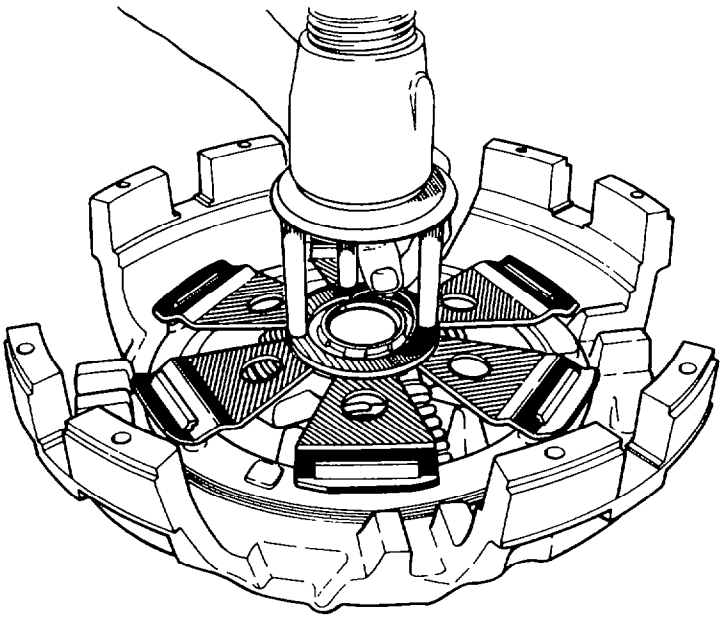

Fig. 165 — Installing Half-ring Locking Washers
e. Compress the retainer and springs using the special tool until the drive lugs bottom on the clutch housing; install the half-ring locking washers (see fig. 165).